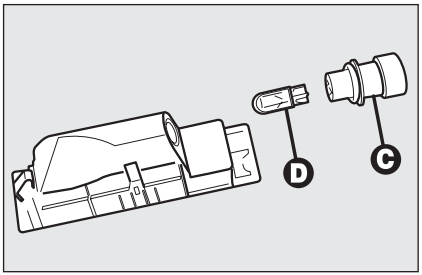

fig. 41 A0E0169m
- ❒ saque el portalámparas **C-fig. 41** girándolo ligeramente y sustituya la lámpara **D** montada a presión.